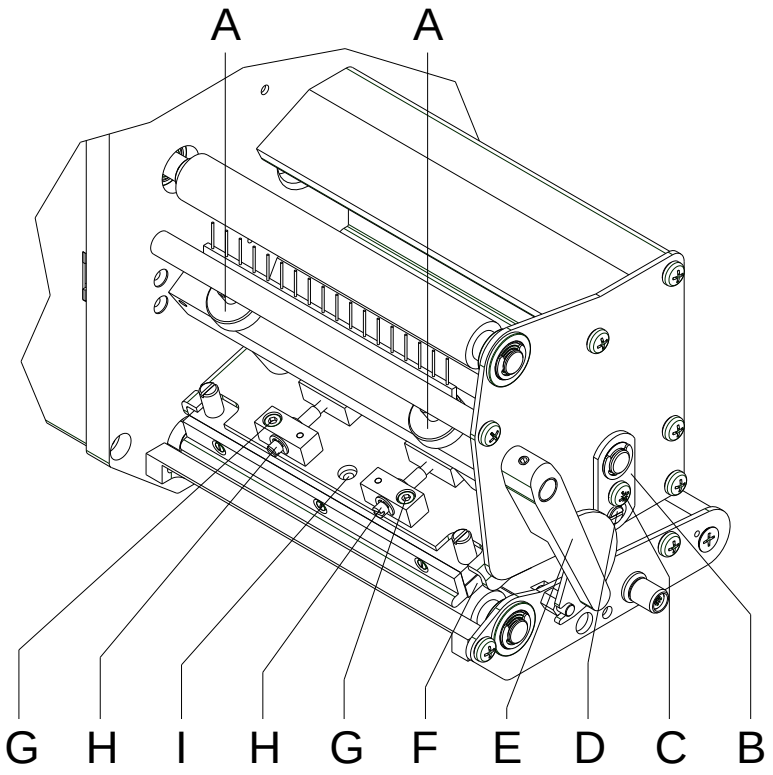

Figura 20
Si tras regular el paralelismo no se consiguiera que la anchura de la impresión fuese regular, se puede igualar con la ayuda de una placa de fijación (B, Figura 20).
1. Afloje el tornillo (C, Figura 20) girándolos aprox. ¼ de vuelta.
2. Gire la clavija excéntrica (D, Figura 20) para ajustar una impresión igualada. Continúe ajustando el cabezal de impresión hasta que la impresión en el text salga igualada.
3. Coloque de nuevo el tornillo (C, Figura 20).
1. Gire el tornillo de presión (A, Figura 20) para modificar la presión del cabezal de impresión.
2. Gire el tornillo de presión (A, Figura 20) en el sentido de las agujas del reloj hasta que llegue al tope, se consigue un incremento de presión de 10N respecto al ajuste inicial de fábrica.
3. Gire el tornillo de presión (A, Figura 20) hacia el tope derecho, girándolo en dirección contraria a las agujas del reloj, se obtendrá el valor de regulación de fábrica.